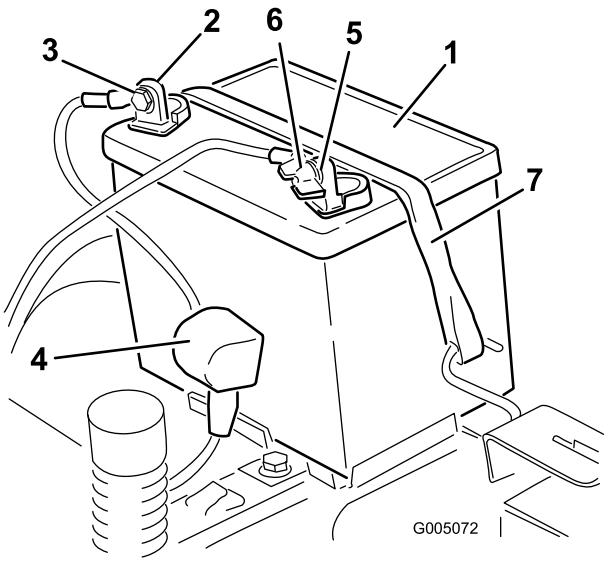

**Figur 46**
4. Koble den negative (svarte) grunnkabelen fra batteripolen (Figur 46). Behold alle festene.
5. Skyv gummihetten oppover på den positive (røde) kabelen. Koble den positive (røde) grunnkabelen fra batteripolen (Figur 46). Behold alle festene.
6. Fjern batteriholderen (Figur 46) og ta ut batteriet.
1. Still batteriet i holderen (Figur 46).
5. Fest batteriet med tilholderen (Figur 46).